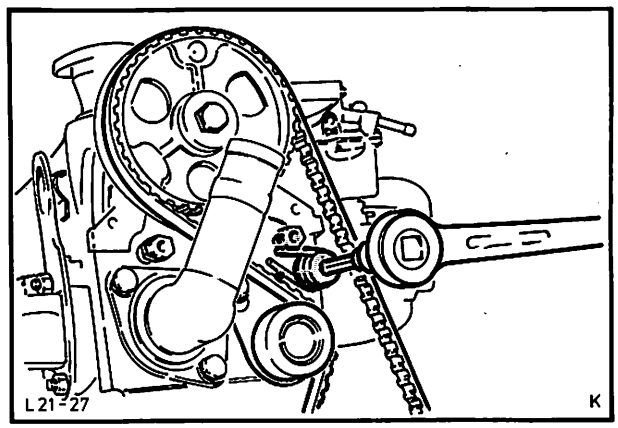
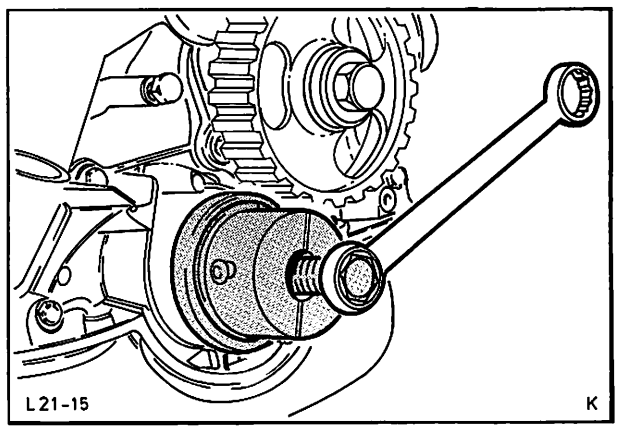
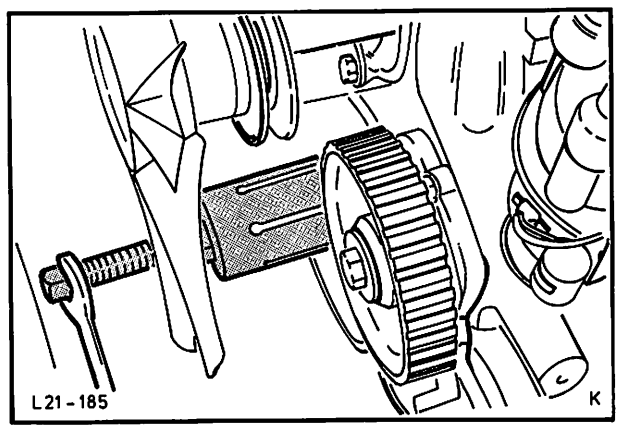

Abb. 279 Zahnriemenspanner mit Spezialwerkzeug 21-012 lösen
Abb. 280 Zahnriemenrad – Kurbelwelle mit Spezialwerkzeug 21-028 abziehen
Abb. 281 Radialdichtring mit Spezialwerkzeug 21-008-A ausbauen
3. Zahnriemenspanner mit Spezialwerkzeug 21-012 lösen (1 Schraube, 1 Spezialschraube), Abb. 279, gegen Federdruck andrücken und wieder festziehen. Zahnriemen abnehmen. Zahnriemenrad-Kurbelwelle mit Spezialwerkzeug 21-028, Abb. 280, abziehen sowie Radialdichtring mit Spezialwerkzeug 21-008-A herausziehen, Abb. 281.